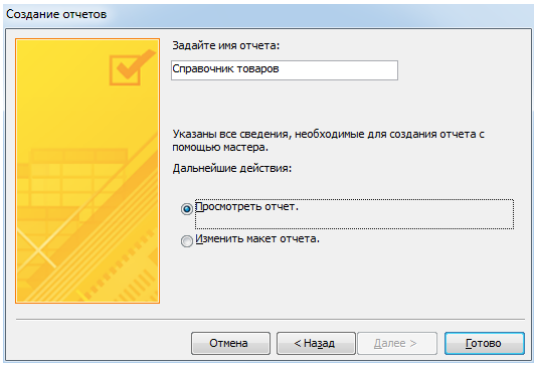

Рис. 5.5. Задание имени отчета
6. Задается имя отчета (рис. 5.5). Для просмотра отчета в режиме *Предварительного просмотра* устанавливается опция *Просмотреть отчет* и нажимается кнопка *Готово*.